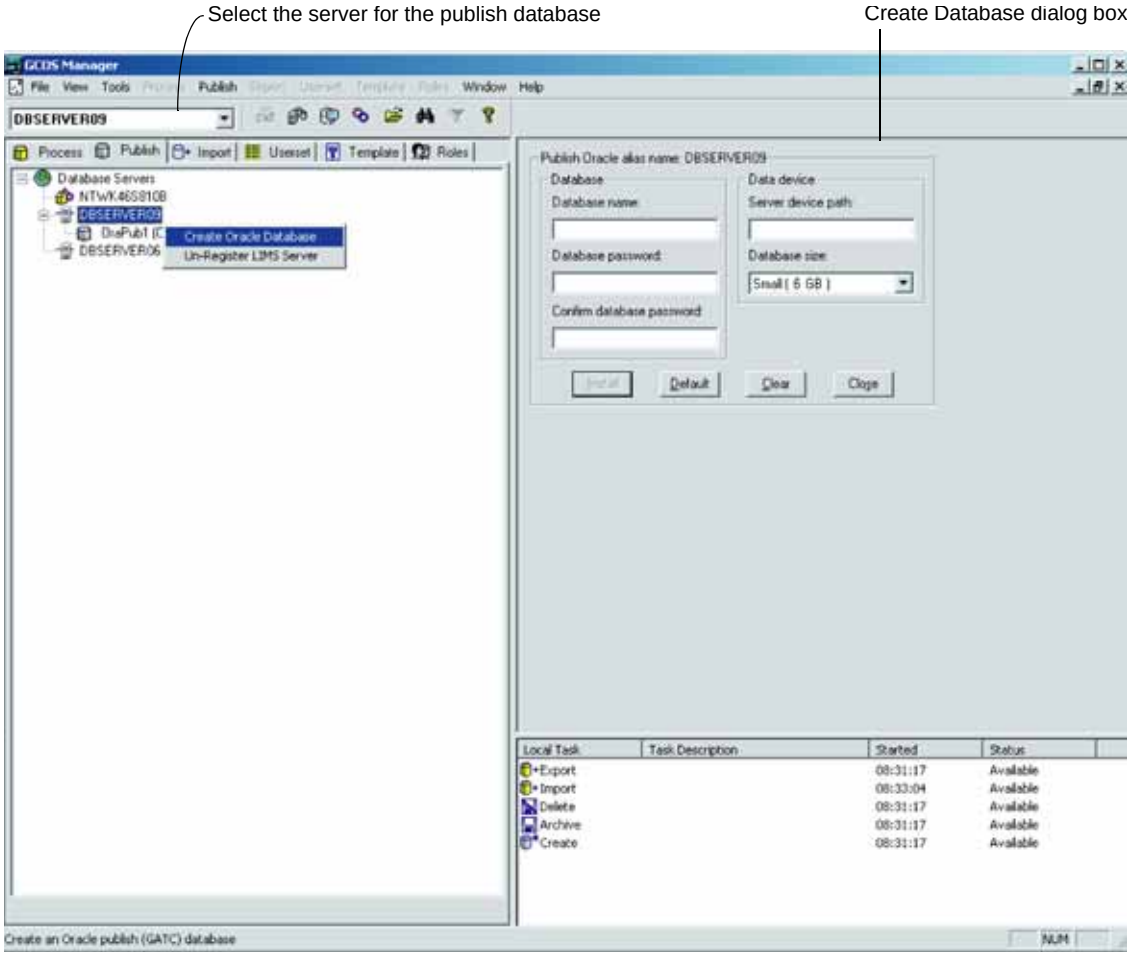

Figure 15.37
1. Select the server where the publish database will reside from the drop-down list on the toolbar **(Figure 15.37)**.
⇒ The Create Database dialog box appears **(Figure 15.37)**.